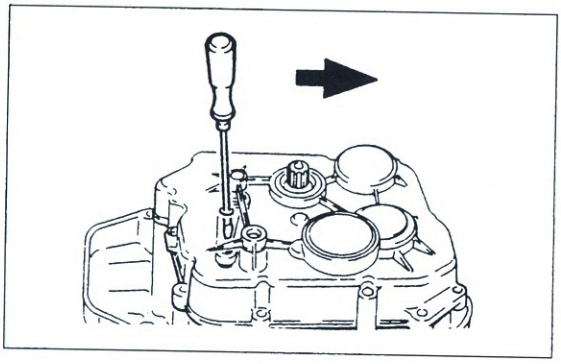

Bild 165
- Mit geeignetem Dorn oder Schraubendreher Arretierhebel durch Montage-Bohrung in Pfeilrichtung zurückdrücken (Bild 165) und Deckel vorsichtig aufsetzen.